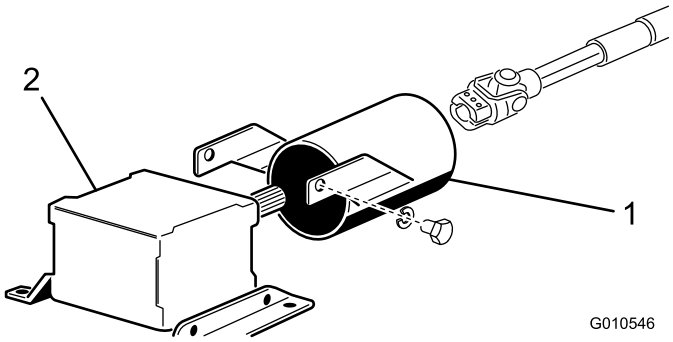

Figur 8
3. Fjern de to skruene og låseskivene som fester festebraketten til kraftuttakets verneplate til girkassen (Figur 8). Ta vare på alle fester for fremtidig montering.
4. Skyv kraftuttakets akselverneplate på kraftuttakets aksel, still inn verneplaten som vist på Figur 8.